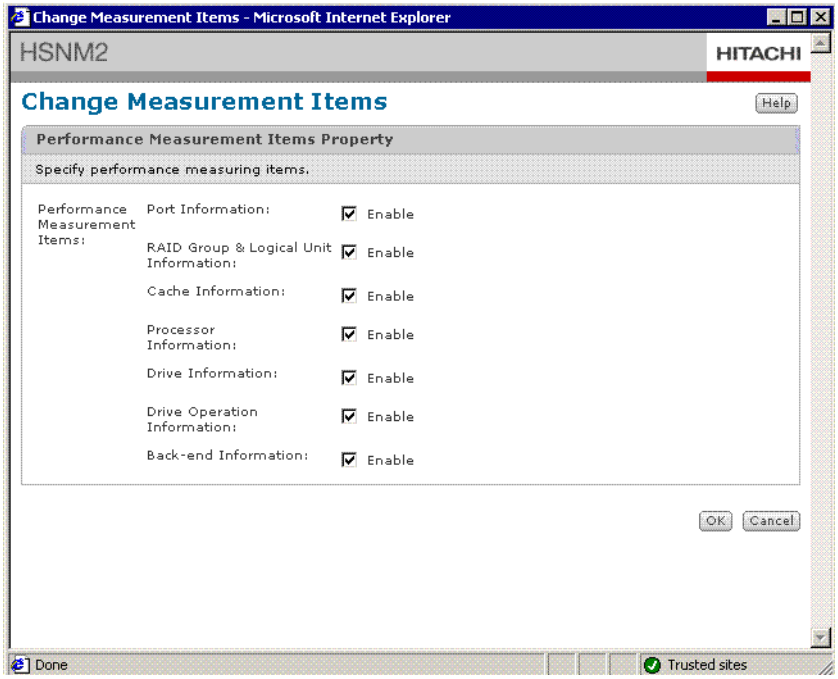

Figure 9-8: Change Measurement Items dialog box
7. Click on the Change Measurement Name Button. The Change Measurement Items dialog box displays with six performance statistics as shown in Figure 9-8 on page 9-25.